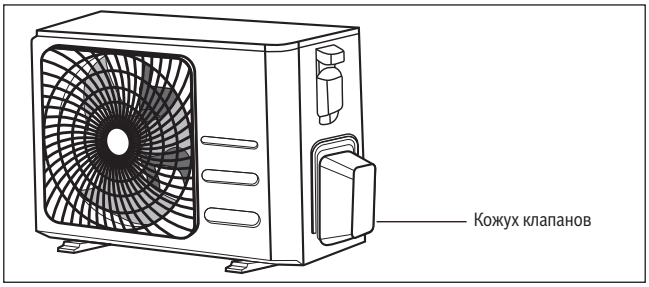

Рис. 38.
1. Открутить кожух с сальниковых клапанов со стороны наружного блока. (См. **рис. 38**.)